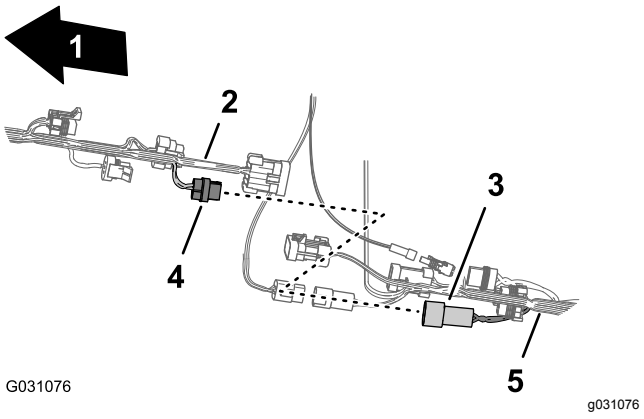

Figur 90
4. Tilslut skyllepumpens konnektor med 2 ben fra forreste ledningsnet til skyllepumpens konnektor med 2 sokler fra bageste ledningsnet (Figur 90).